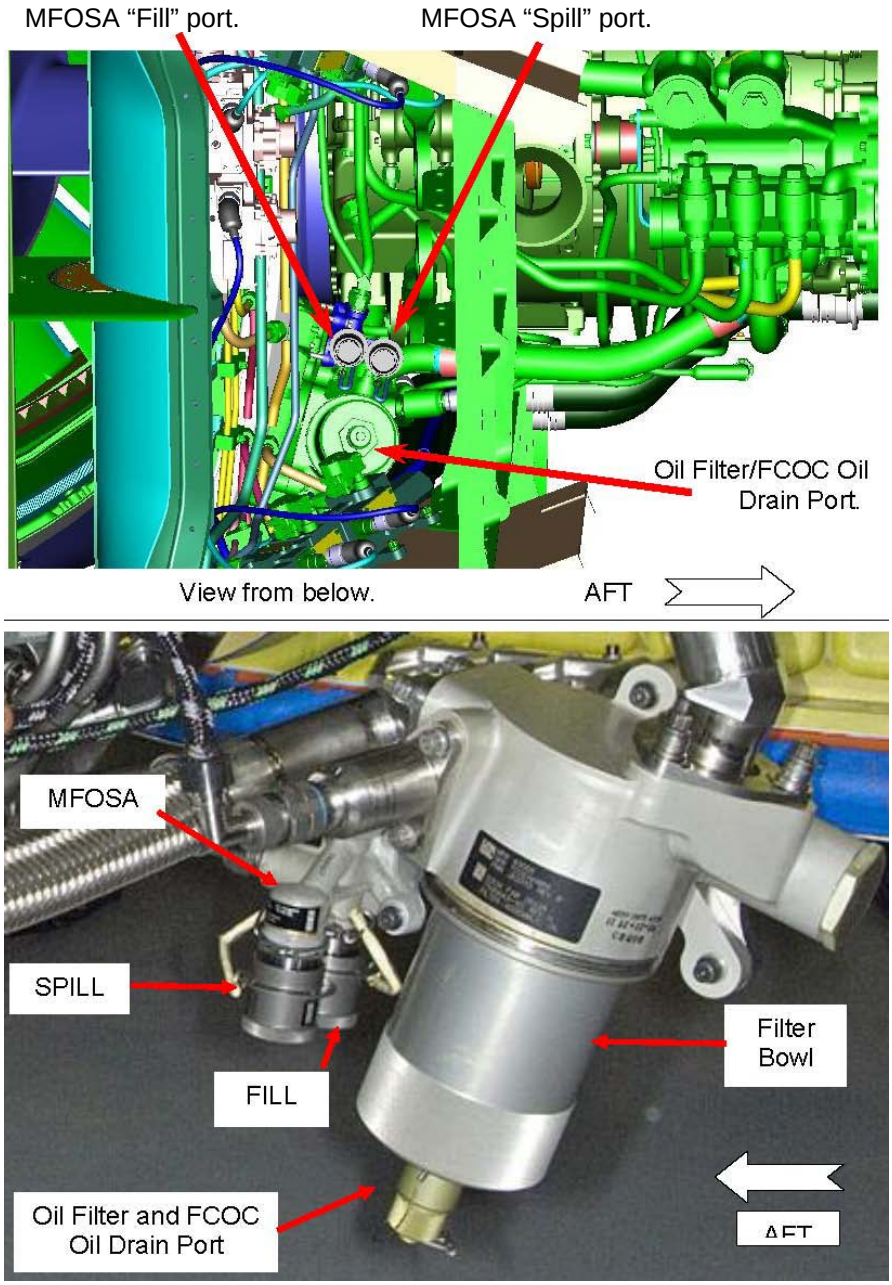

**Figure A-4. F-35B LiftSystem Servicing Point, General Views**
2) Remove the Spill coupling protective cap located on the left side of the Multi Function Oil Servicing Adaptor (MFOSA). Refer to Figure A-4, page A-130.